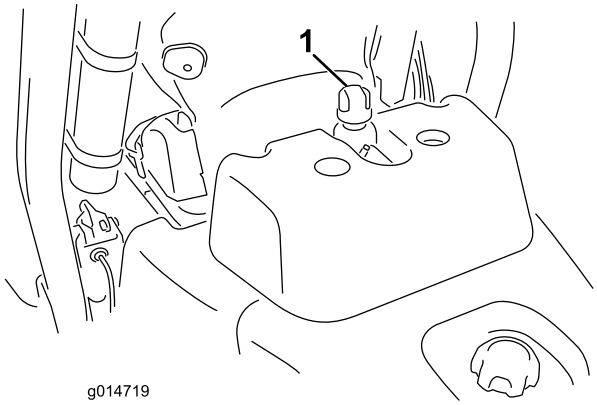

Figur 31
2. Skruva av hydraultanklocket (Figur 31).